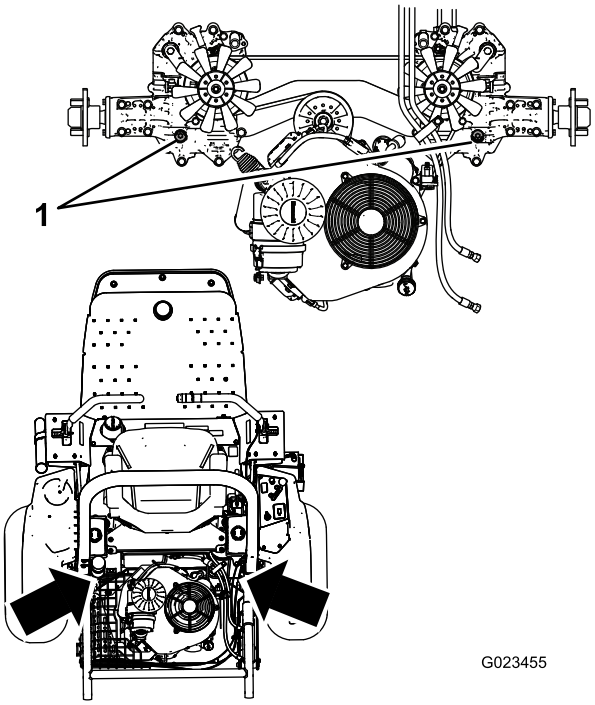

**Figur 73**
**Obs:** Du kan ta bort pluggen (Figur 73) ovanpå respektive hydrostatisk transmission för att låta vätskan flöda in i systemet snabbare. När vätska börjar rinna ut ur hålet sätter du tillbaka pluggen och fortsätter att fylla på vätska i tanken tills rätt nivå har uppnåtts.